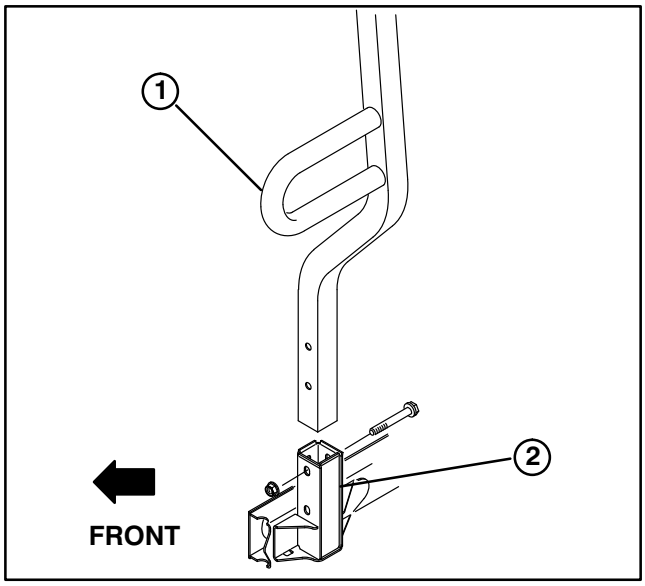

**Figure 7**
## INSTALL ROPS (Fig. 7)
**1.** Insert each side of ROPS into mounting bracket on each side of vehicle frame, positioning ROPS as shown in figure 7.
**2.** Secure each side of ROPS to mounting brackets with (2) 1/2−13 x 3" lg. capscrews and locknuts.